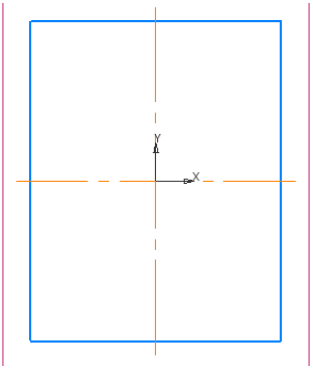

Рис. 5.3
2) Постройте с двух сторон прямоугольника вспомогательные прямые (рис. 5.3). Для этого задайте параметр ***Расстояние*** – 4 мм, щелкните по левой стороне прямоугольника и отведите курсор влево, щелкните мышью по появившейся параллельной линии.